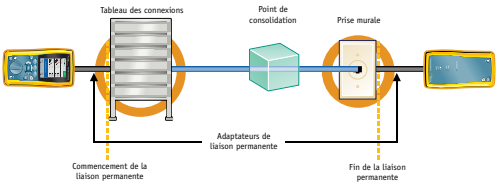

Figure 1
Notez que la configuration de cette liaison de test est inhabituelle. La configuration de liaison permanente recommandée se termine dans un panneau de brassage à une extrémité et dans une prise murale à l'autre extrémité, avec éventuellement un point de consolidation (CP) en option (connexion) à une distance minimale de 15 m de chaque extrémité (et habituellement plus près de la prise murale que du panneau de brassage) comme illustré à la figure 1. Dans ce cas là, le diagnostic de la figure 5a est aussi correct. Cette liaison permanente comporte plus de connecteurs que le nombre habituel ou recommandé. Nous savons cependant qu'après avoir remplacé le cordon de raccordement défectueux par un cordon en état, cette liaison comportant une anomalie de connecteur sera conforme au test de liaison permanente de Classe E.